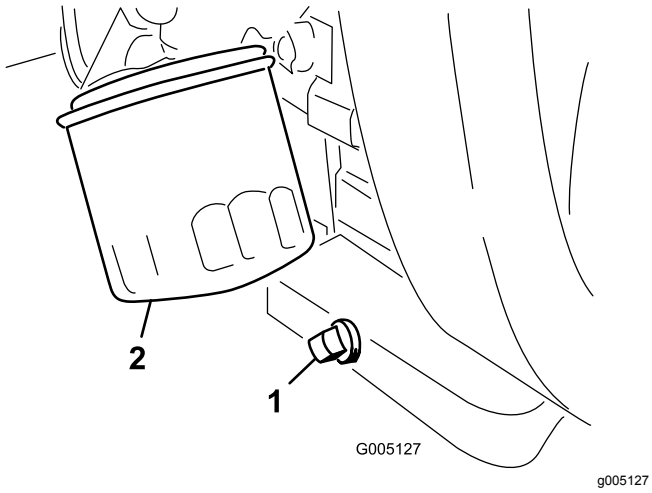

Figuur 31
1. Verwijder de aftapplug (Figuur 31) en laat de olie in een opvangbak lopen.
2. Maak de schroefdraad van de aftapplug schoon, breng PTFE afdichtmiddel aan en monteer de aftapplug (Figuur 31).
3. Verwijder het oliefilter (Figuur 31).